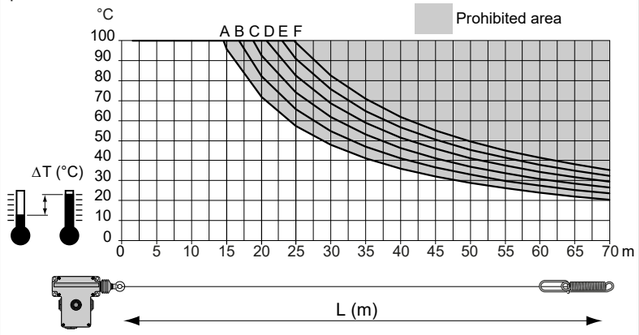

Fig. 4a
- Fig.4a: anticipation of a fall in temperature,